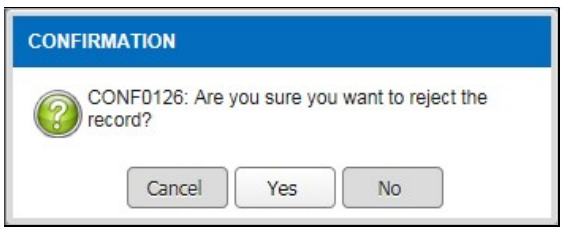

Figure 3.4.2-5 Confirmation Message
- *Confirmation message will be displayed as Figure 3.4.2-5*